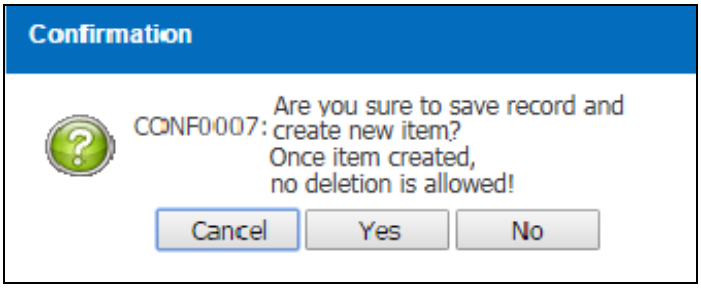

Figure 3.7.1-6 Confirmation Message
- *System will display a Confirmation Message as Figure 3.7.1-6*